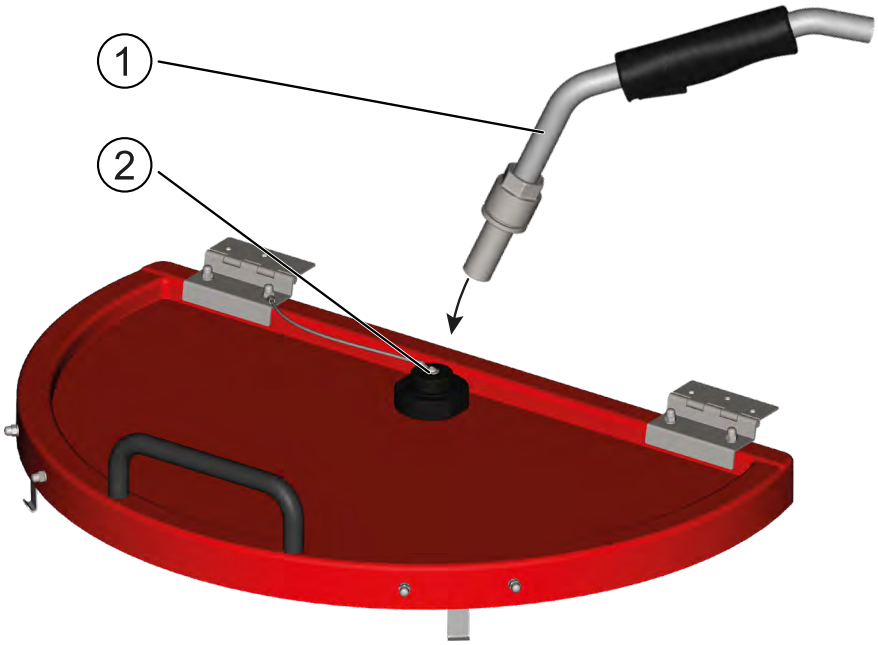

Рисунок 26: Подключение дозировочного пистолета к моечному соплу
1. Удалите из крышки заглушку ② моечного сопла.
2. Вставьте дозировочный пистолет ① в отверстие моечного сопла (см. «Рисунок 26: Подключение дозировочного пистолета к моечному соплу» на странице 51.)